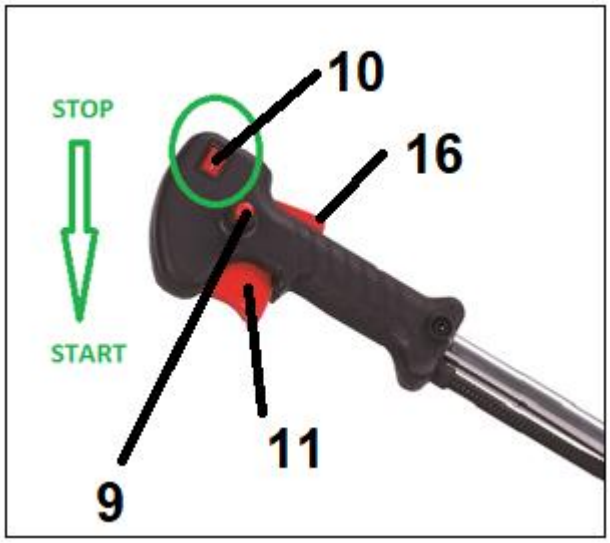

Rys. 10
1. By uruchomić, przestaw wyłącznik (Rys. 10, poz. 10) w pozycję START (z **0** na **I**). (Rys. 10).
5. Następnie wciśnij i przytrzymaj dźwignie gazu (Rys. 10, poz. 11) oraz blokadę bezpieczeństwa (Rys. 10, poz. 16). Kosa jest gotowa do pracy.
Puść dźwignię gazu (Rys. 10, poz. 11) i blokadę bezpieczeństwa (Rys. 10, poz. 16) i podczas biegu jałowego przestaw wyłącznik zapłonu (Rys. 10, poz. 10) w położenie "STOP" lub "0".